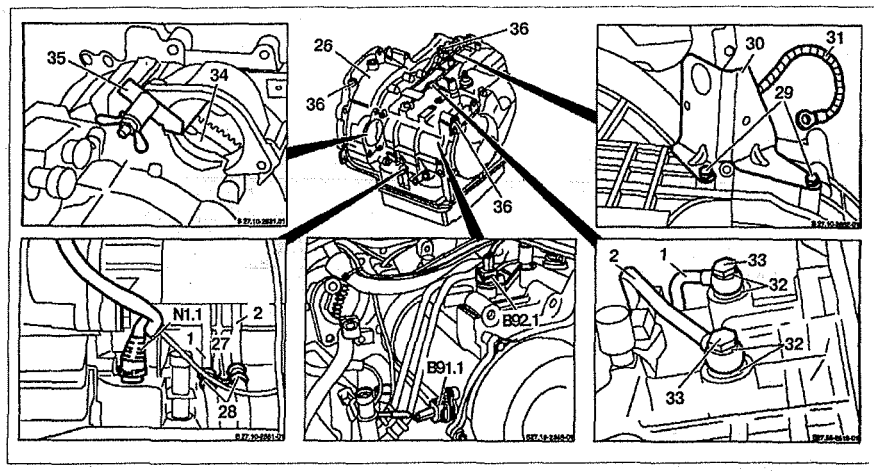

Рис. 6.53. Снятие и установка АКПП (автомобили с двигателями 104.900):
4. Открутите болт **27** крепления хомута **28** на коробке передач **26** (см.рис.6.53).